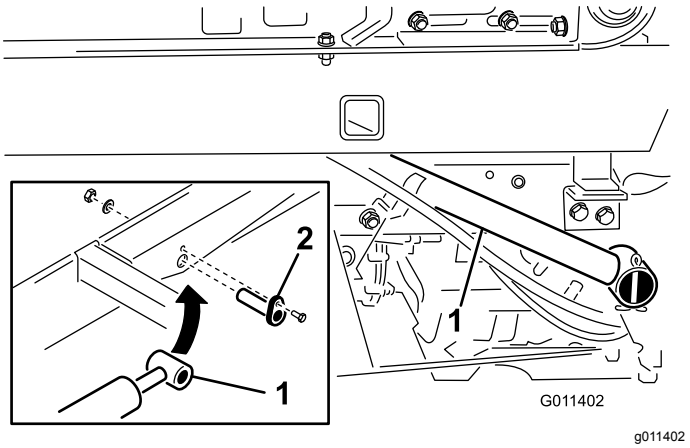

Figur 11
1. Fastgør hver af løftecylinderens stangender til topdresserens bund med en cylinderstift (Figur 11).
2. Fastgør hver cylinderstift til topdresserens bund med en maskinskrue (¼" x ¾"), en flad spændeskive og en møtrik (Figur 11).